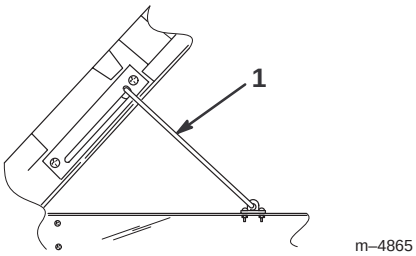

Figur 19
3. Lyft flaket till dess fulla höjd; sänk det sedan något för att fästa stöttan (figur 19).